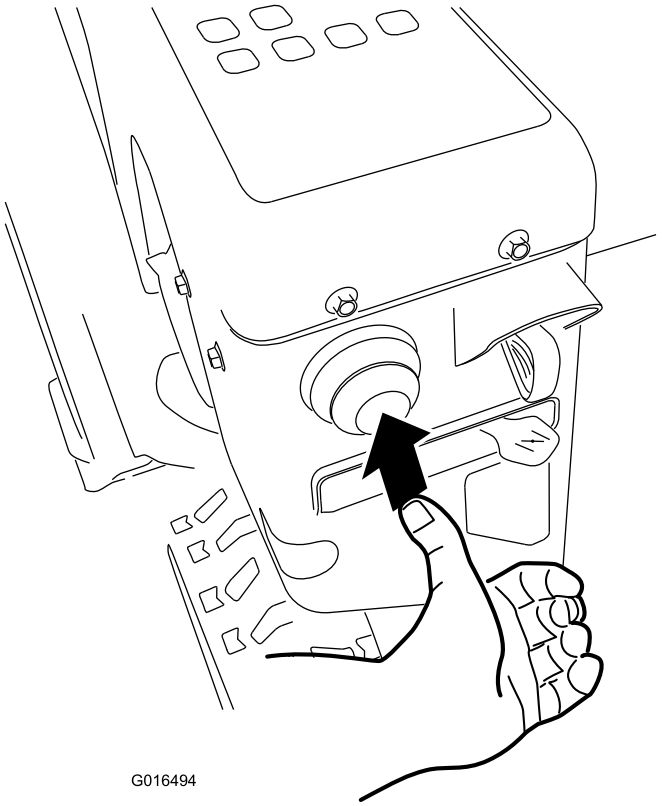

Figur 27
4. Snapsa genom att trycka in knappen ordentligt med tummen tre gånger, och hålla in knappen en sekund vid varje tryckning innan du släpper den igen (Figur 27).